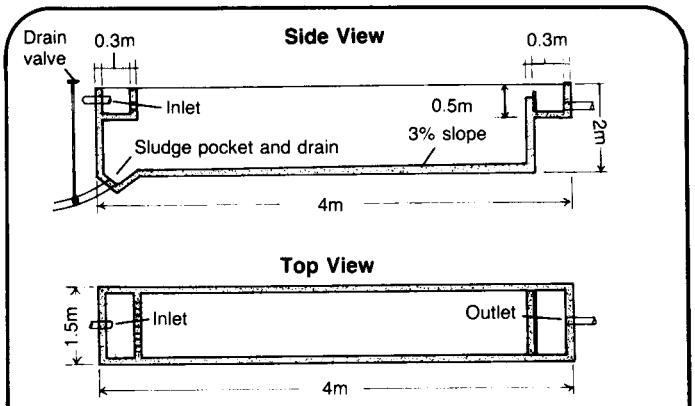

Figure 2. Sedimentation Basin
3. A detailed plan of the sedimentation basin showing all dimensions as shown in Figure 2.
Finally, place a drain pipe at the bottom of the tank as shown in Figure 2. The pipe is necessary for draining the water out of the tank when cleaning it. For all pipes, including inlet, outlet, and drain pipes, 40-50mm polyvinyl chloride (PVC) pipe can be used.
Worksheet A. Calculating Quantities Needed for a Concrete Sedimentation Basin (Dimensions from Figure 2)